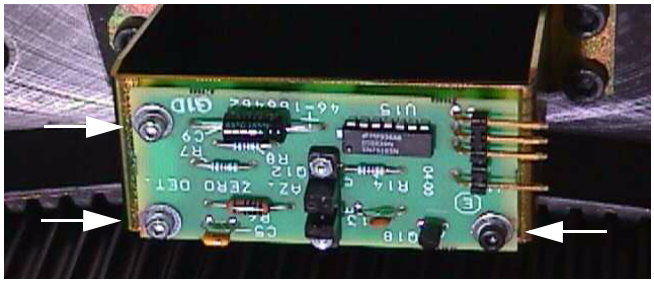

Figure 8-87 Home Flag Sensor Assembly
5.) Locate the Home Flag Sensor assembly, refer to Figure 8-87.